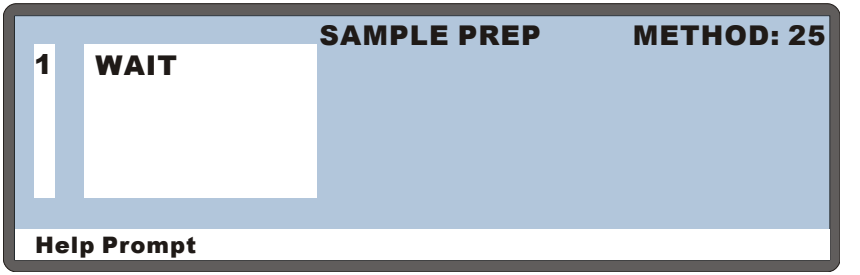

Figure D-6. Sample Prep Screen (Default)
Use the **SAMPLE PREP** screen (see Figure D-6) to specify a sequence of operations to be performed before the method's timed events. Six standard sample prep operations are available: **DELAY**, **NEEDLE**, **PIPET**, **MIX**, **FLUSH**, and **WAIT**. In addition, if the sample preparation option is installed, **DISPENSE** and **DILUTE** operations are added. If a concentrator is installed, **REAGENT FLUSH** and **REAGENT PRIME** operations are added.
1. On the **METHOD MENU**, move the cursor to the **1** field (**SAMPLE PREP**) and press **Enter** to display the **SAMPLE PREP** screen (see Figure D-6).